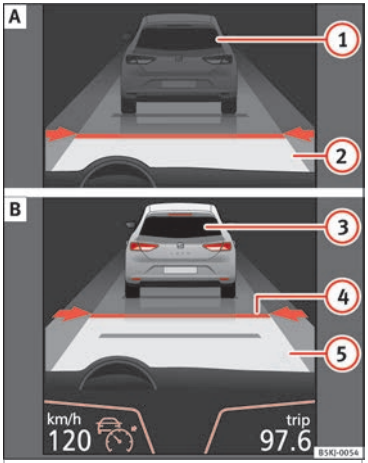
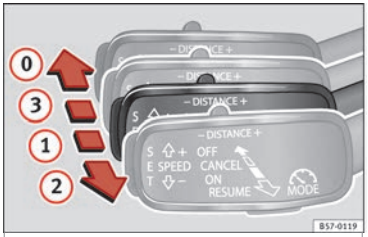
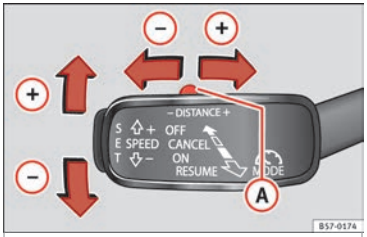

Rys. 194 Na wyświetlaczu tablicy rozdzielczej: (A) ACC nieaktywny (stan gotowości). (B) ACC aktywny.
Rys. 196 Po lewej stronie kolumny kierownicy: trzecia dźwignia do obsługi tempomatu ACC.
Rys. 197 Po lewej stronie kolumny kierownicy: trzecia dźwignia do obsługi tempomatu ACC.
Wskazania wyświetlacza ››› **rys. 194**:
Po włączeniu aktywnego tempomatu (ACC) zapali się zielona lampka kontrolna na tablicy rozdzielczej i wyświetli się zaprogramowana prędkość i stan ACC **››› rys. 194**.
W czasie jazdy, aby ustawić aktualną prędkość jako prędkość podróżną pojazdu i aktywować tempomat ACC, należy nacisnąć przycisk **SET** **››› rys. 197**. Aby zwiększać lub zmniejszać prędkość w przedziałach co 1 km/h, należy przesunąć dźwignię w położenie (2) **››› rys. 196** lub nacisnąć przycisk **SET**.
Zaprogramowaną prędkość można zmieniać, gdy samochód jest zatrzymany lub podczas jazdy. Wszelkie zmiany zaprogramowanej prędkości są wyświetlane w lewej dolnej części ekranu tablicy rozdzielczej **››› rys. 194**.
Aby zwiększyć lub zmniejszyć odległość o jeden poziom, nacisnąć przełącznik kołyskowy w lewo lub w prawo **››› rys. 197** (A).
- Aby włączyć tempomat, należy umieścić trzecią dźwignię w położeniu (1) i nacisnąć przycisk **SET** lub przesunąć trzecią dźwignię tempomatu ACC w położenie (2) ››› **rys. 196**. W tym momencie symbol tempomatu ACC na ekranie tablicy rozdzielczej zmieni się na tryb *Aktywny* ››› **rys. 194**.
Aby odłączyć tempomat ACC, należy przesunąć dźwignię w położenie (0) ››› **rys. 196** (zablokowane). Pojawi się komunikat **ACC wyłączony** , a funkcja zostanie całkowicie wyłączona.
Aby nie odłączać tempomatu ACC, tylko przełączyć go tymczasowo w tryb nieaktywny (stan gotowości), należy przesunąć trzecią dźwignię w położenie (3) ››› **rys. 196** lub nacisnąć pedał hamulca.